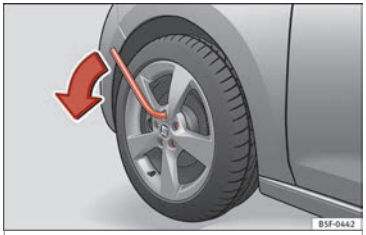

Fig. 159 Changing a wheel: loosen the wheel bolts.
– Grasp the box spanner by the end turn it about one full turn to the **left** ››› Fig. 159.